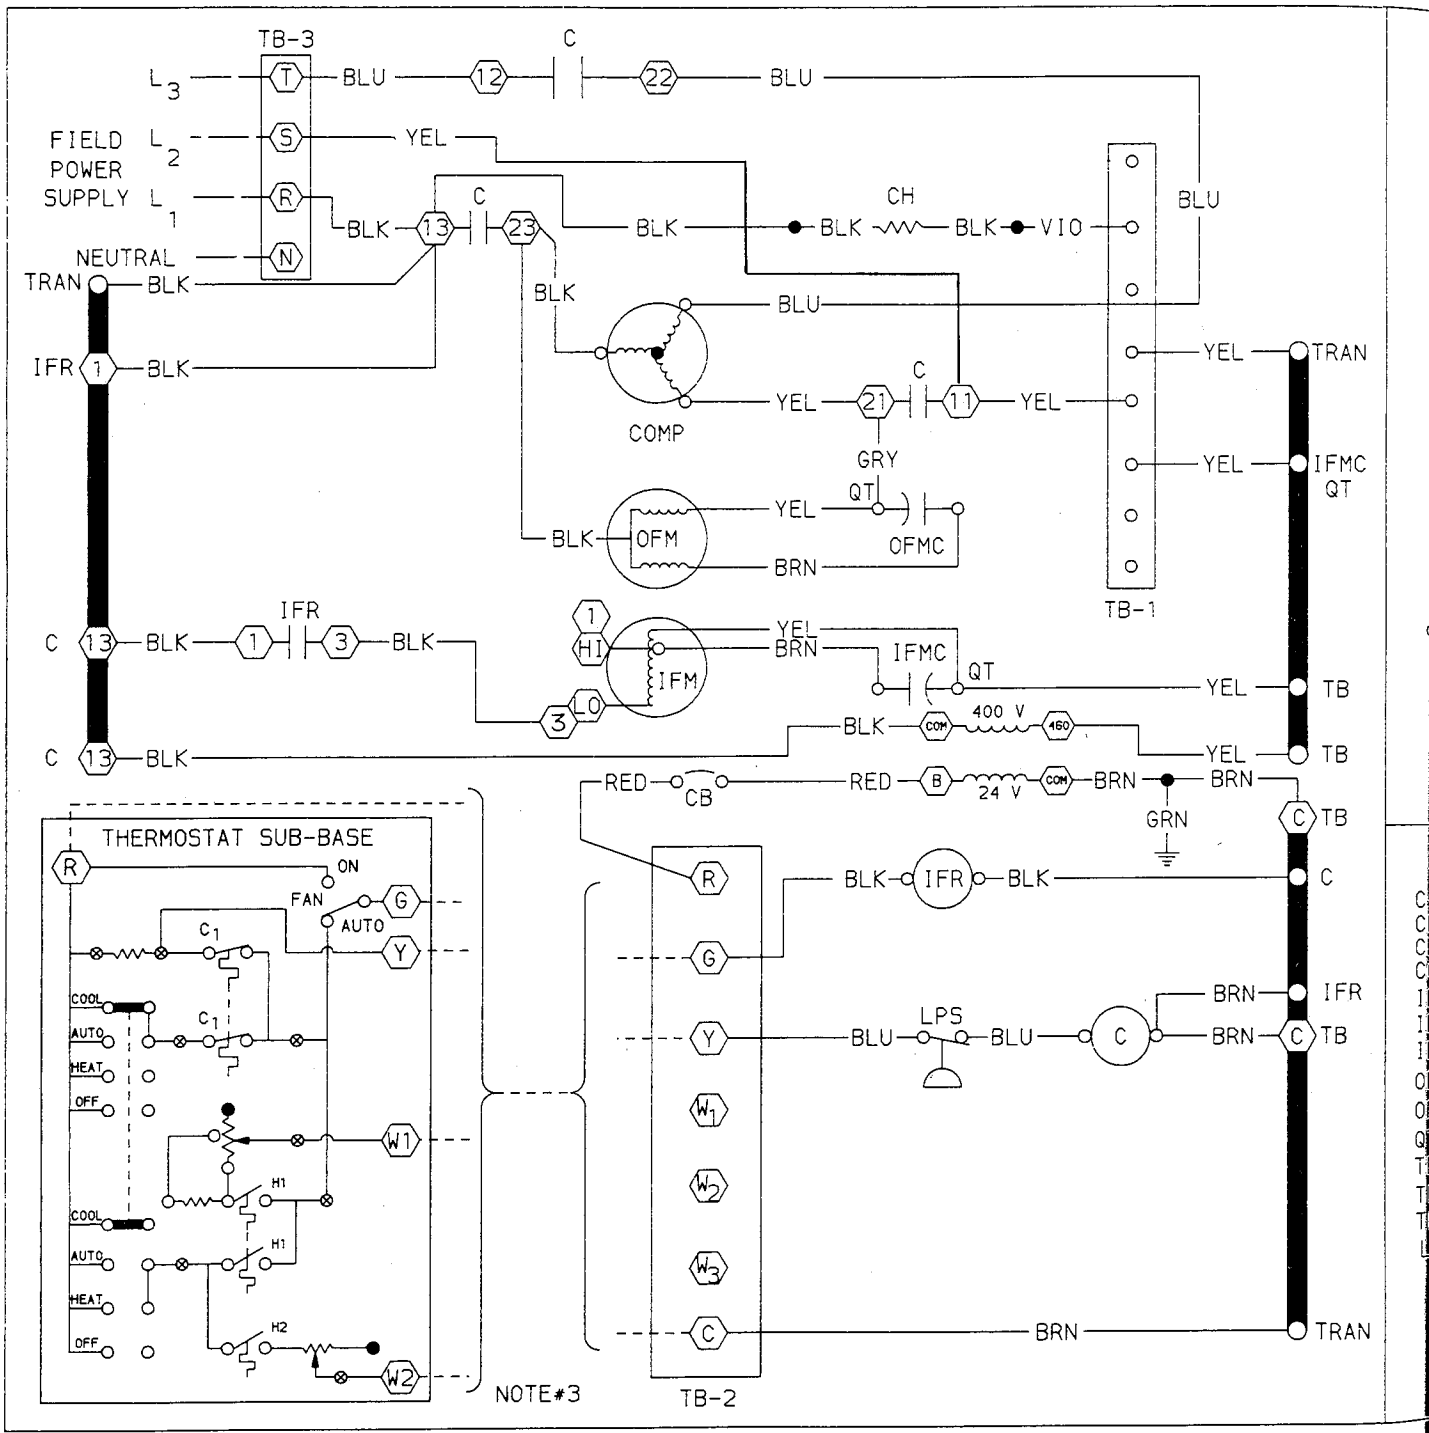

**Figure 14—Typical Wiring Diagram**
**Sequence of Operation** (Refer to Figure 14.)